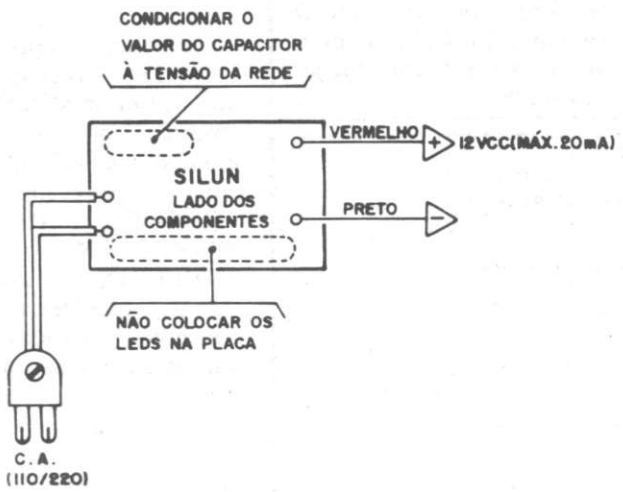

Fig. 7
- **FIG. 7** - O "cúmulo da versatilidade"! NÃO coloque os LEDs na placa e condicione o valor do capacitor assinalado à tensão da rede C.A local... Pronto! Você terá uma mini-fonte de alimentação, com saída de 12 VCC (para uma corrente **máxima** de 20 mA), aplicável a muitas utilizações, entre elas, a energização de vários dos mini-circuitos já mostrados ao longo desses 22 números de APE!
IMPORTANTE: quem quiser usar o núcleo do circuito como **mini-fonte** de alimentação (fig. 7) **não pode** manter os LEDs no SILUN! Isso é "querer muito", pisca-pisca e fonte ao mesmo tempo **não dá**, uma vez que os níveis de energia envolvidos são baixos e não podem ser "compartilhados" ou usados simultaneamente...